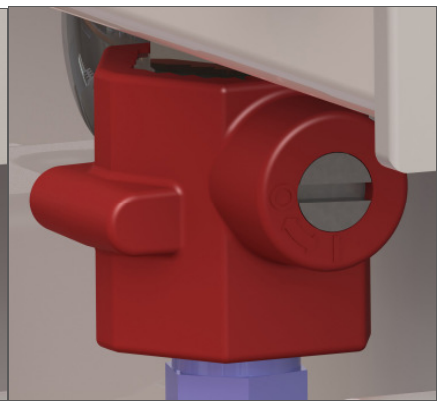

Figure 6.4.2: Ball valve **Closed**
7. Connect to the ball valve after emptying (Figure 6.4.2).